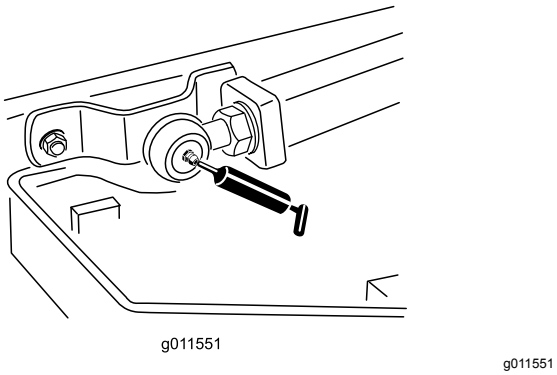

Figuur 64
- Kogelverbindingen van hefarm (2) (Figuur 64)